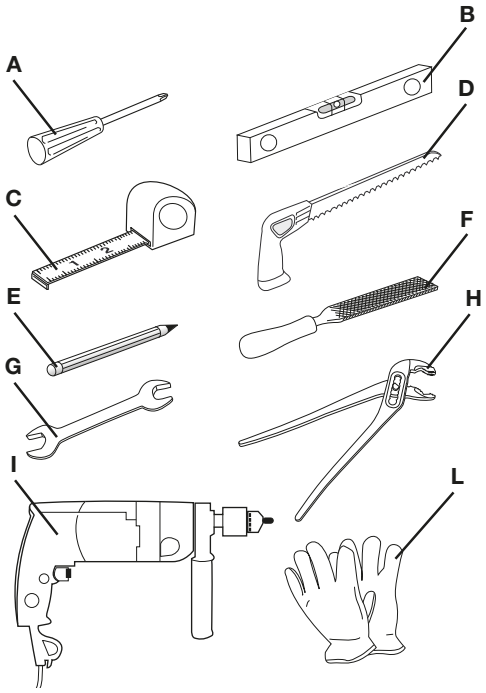

Fig. 3-01
- tournevis à pointe cruciforme (réf. A fig. 3-01) ;
- niveau à bulle (réf. B fig. 3-01) ;
- mètre (réf. C fig. 3-01) ;
- scie (réf. D fig. 3-01) ;
- crayon (réf. E fig. 3-01) ;
- lime (réf. F fig. 3-01) ;
- clé à fourche de 13 mm (réf. G fig. 3-01) ;
- pince multiprises (réf. H fig. 3-01) ;
- perceuse (réf. I fig. 3-01) ;
- gants de sécurité (réf. L fig. 3-01).